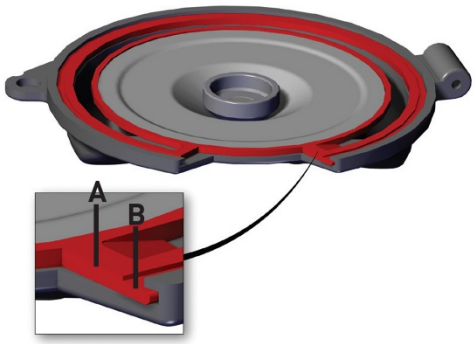

Rysunek 22
*Uszczelkę należy wymienić zanim powierzchnia oznaczona literą A znajdzie się na takim samym poziomie jak powierzchnia B. (Rysunek 22)